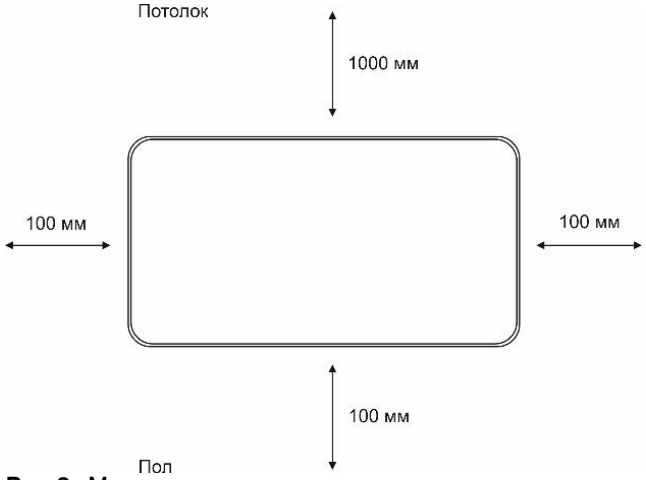

Рис.3 Минимальное расстояние до посторонних предметов при настенной установке
1. Определите место установки прибора с соблюдением минимальных расстояний до посторонних предметов, потолка и пола. (**Рис.3**).